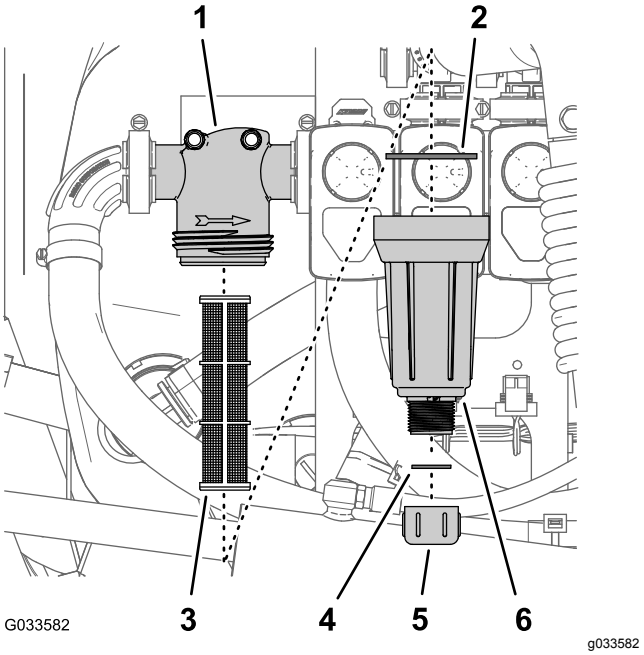

Figur 106
2. Placera ett kärl under tryckfiltret (Figur 106).
3. Vrid avtappningslocket motsols och ta bort det från tryckfiltrets skål (Figur 106).
4. Vrid skålen motsols och ta bort filterhuvudet (Figur 106).
5. Ta bort det gamla tryckfiltret (Figur 106).
6. Kontrollera att avtappningspluggens packning (sitter på insidan av skålen) och skålens packning (sitter på filterhuvudets insida) inte är slitna eller skadade (Figur 106).
7. Montera det nya tryckfiltret i filterhuvudet (Figur 106).
8. Montera skålen på filterhuvudet och dra åt för hand (Figur 106).
9. Sätt på avtappningslocket på skruvförbindningen i skålens botten och skruva åt det för hand (Figur 106).